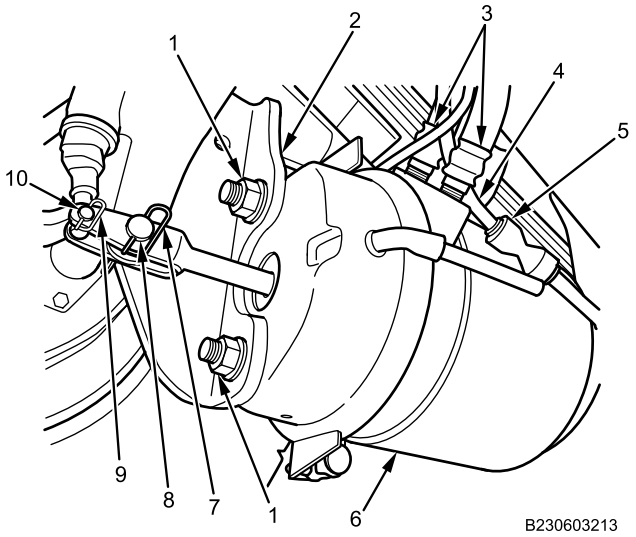

Figure 4. Air Chamber Slack Adjuster with Two Clevis Pins.
1. Remove clip (Figure 4, Item 9) and small clevis pin (Figure 4, Item 10) from slack adjuster. Discard clip.
2. Remove clip (Figure 4, Item 7) and large clevis pin (Figure 4, Item 8) from slack adjuster. Discard clip.
3. Disconnect air vent nylon hose (Figure 4, Item 4) from air vent hose connector (Figure 4, Item 5).
4. Remove two air hoses (Figure 4, Item 3) from rear air brake chamber (Figure 4, Item 6).
5. Remove two nuts (Figure 4, Item 1), two washers, and air chamber (Figure 4, Item 6) from air chamber bracket (Figure 4, Item 2).